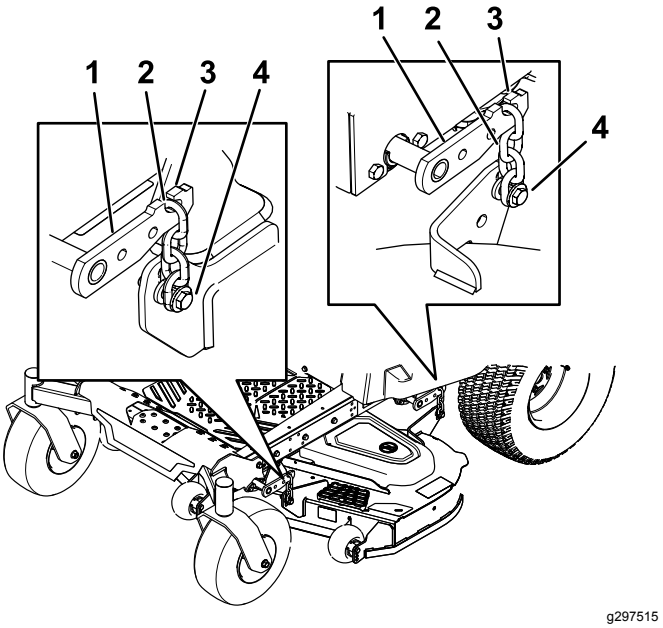

Figure 63
5. Desserrez les boulons de réglage aux quatre coins de sorte que le tablier repose bien sur les quatre cales (Figure 63).
6. Vérifiez que les quatre chaînes sont tendues (Figure 63).
7. Resserrez les quatre boulons de réglage (Figure 63).